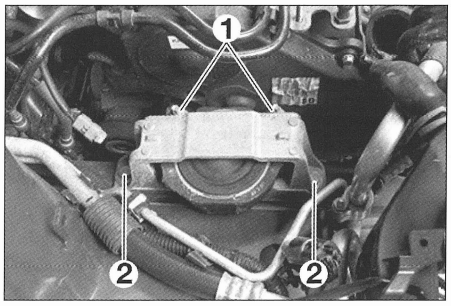

FIG. 16
- las fijaciones (1) y (2) **(fig. 16)** del soporte motor derecho y desmontarlo del motor y de la carrocería.